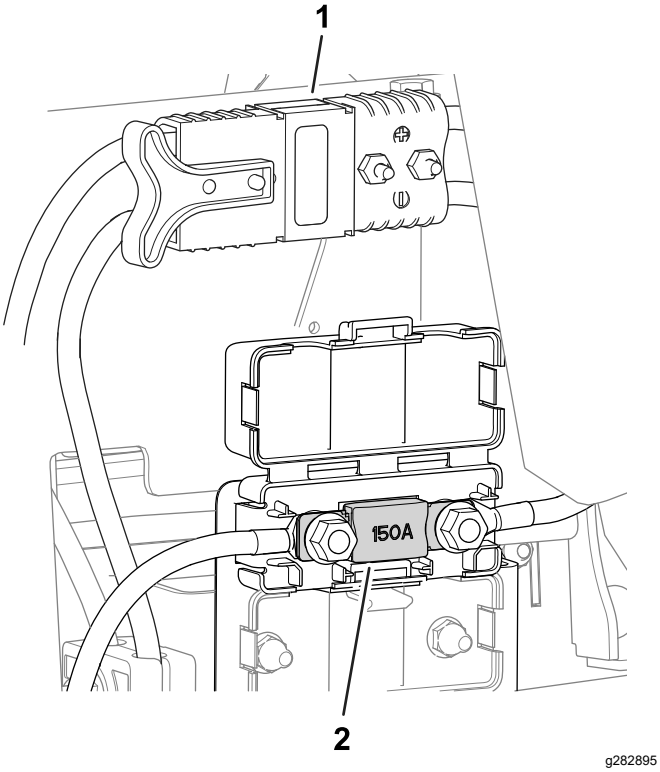

Figur 55
- Sikringen til det elektriske system er placeret under strømstikkene (Figur 55).